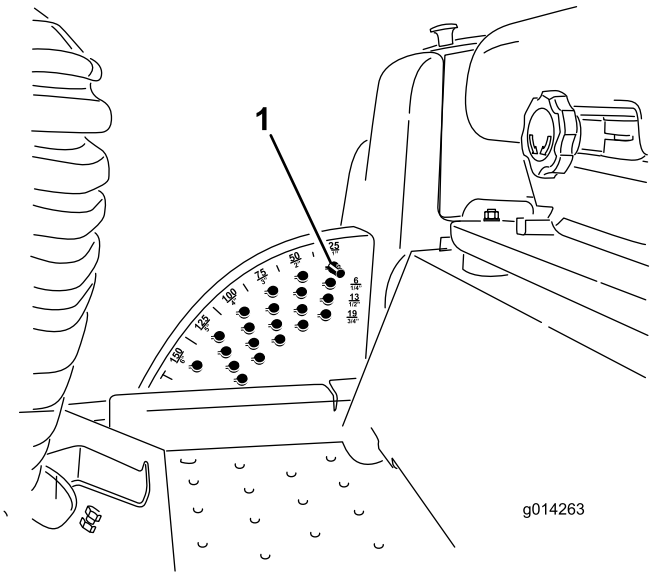

Figur 16
Obs: Lås klippdäcket i höjt läge genom att höja däcket över 15 cm-läget, lossa stopptappen för klipphöjd (se Justera klipphöjden) och sätt tappen i 15 cm-klipphöjdsläget (Figur 16).
1. För tillbaka brytaren för däcklyft medan motorn är igång tills klippdäcket är helt upphöjt och **släpp omedelbart brytaren** (Figur 16).
2. Justera klipphöjden genom att rotera stopptappen tills rulltappen inuti är i linje med springorna i hålen i klipphöjdsfästet och lossa den (Figur 16).
3. Sätt i tappen i det hål i klipphöjdsfästet som motsvarar den önskade klipphöjden och rotera den för att låsa den plats (Figur 16).
Obs: Det finns fyra rader med hål (Figur 16). Den översta raden ger den klipphöjd som visas ovanför tappen. Den andra raden ger angiven höjd plus 6 mm. Den tredje raden ger angiven höjd plus 12 mm. Den nedersta raden ger angiven höjd plus 18 mm. För 15,2 cm-läget finns bara ett hål, på andra raden. Här läggs inte 6 mm till 15,2 cm-läget.